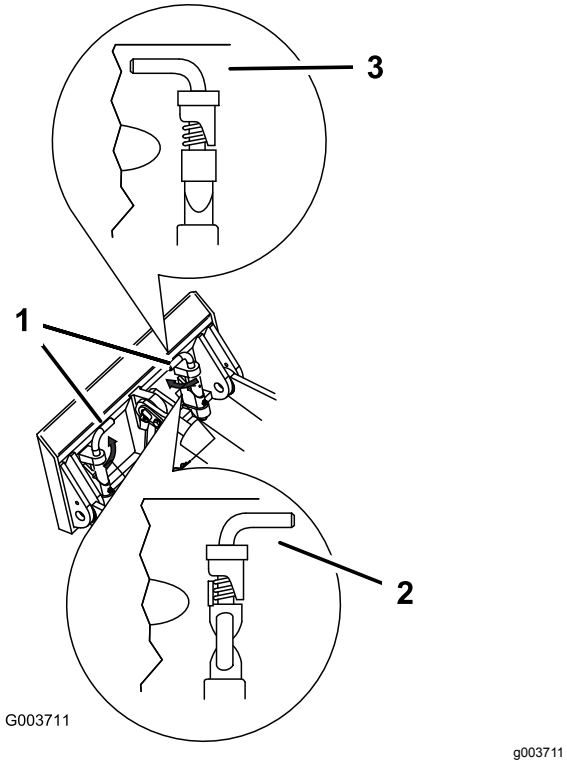

**Rysunek 28**
7. Załóż sworznie szybkomocujące upewniając się, że zostały całkowicie osadzone w płycie montażowej (Rysunek 28).